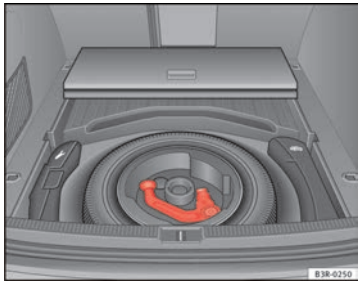

Fig. 165 Luggage compartment: Spare wheel with towing bracket
- Vehicles with a spare wheel ⇒ Fig. 165.